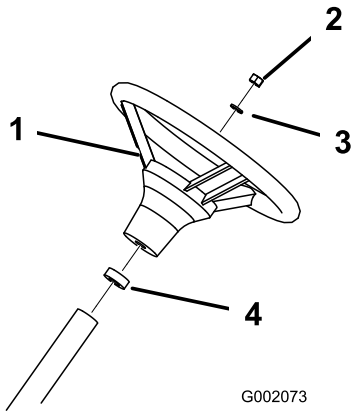

Figur 4
3. Säkra ratten vid axeln med muttern (Figur 4). Dra åt muttern till 24–29 Nm.